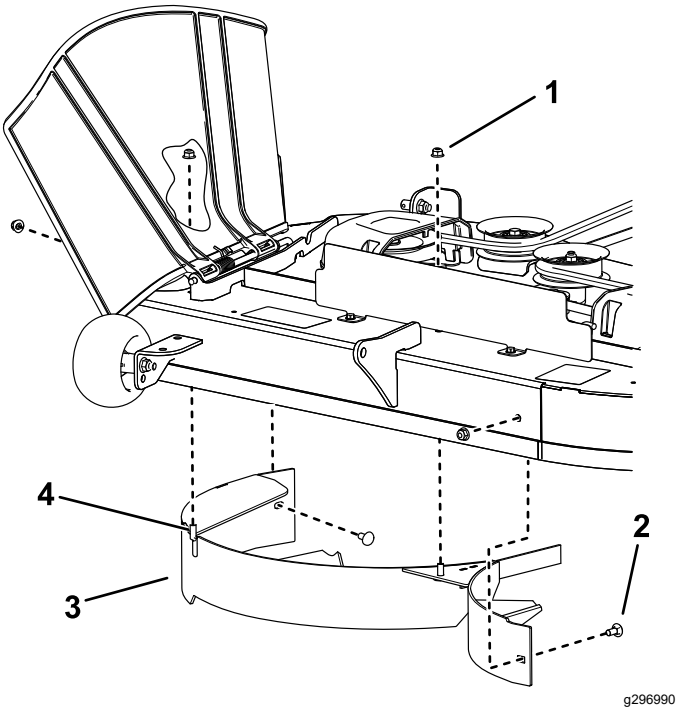

Figuur 12
4. Verwijder de 2 borgmoeren (5/16") van de gelaste pennen van het schot (Figuur 12).
1. Borgmoer – 5/16" (4)
2. Slotbout – 5/16" x ¾" (2)
4. Gelaste pen (2)
5. Verwijder de 2 slotbouten en 2 borgmoeren waarmee het schot bevestigd is aan het maaidek en verwijder het schot (Figuur 12)
6. Zoek de 2 bouten in de losse onderdelen en gebruik de aanwezige borgmoeren om de bevestigingen te monteren in de openingen die worden gebruikt voor de gelaste pennen (Figuur 12). Dit voorkomt rondvliegende voorwerpen.